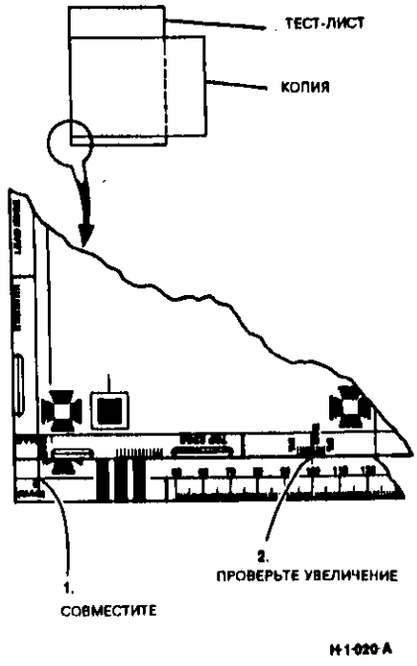

Рисунок 2. Проверка уменьшения/увеличения в направлении от передней кромки к задней
a. (Рисунок 2) Положите копию верхней кромкой (**TOP EDGE**) вниз поверх тест-листа таким образом, чтобы метка **MAG 0** на тест-листе совпала с меткой **MAG 1** на копии
b. (Рисунок 2) Проверьте положение метки **MAG 2** на копии по шкале тест-листа (на примере показана копия в масштабе 100%).